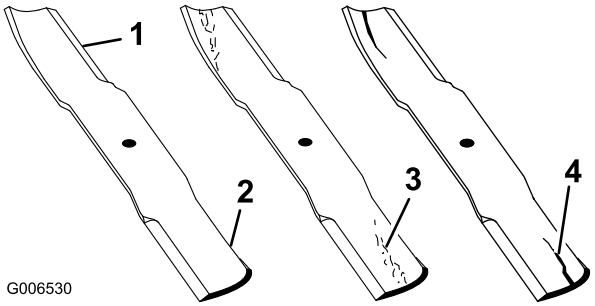

Figuur 70
2. Controleer de snijranden (Figuur 70). Als de snijranden niet scherp zijn of inkepingen vertonen, moet u de messen verwijderen en deze slijpen. Zie De maaimessen slijpen (bladz. 55).
3. Controleer de messen, met name het gebogen deel (Figuur 70). Als u beschadiging, slijtage of groefvorming in dit deel constateert (Figuur 70), moet u het mes direct vervangen.